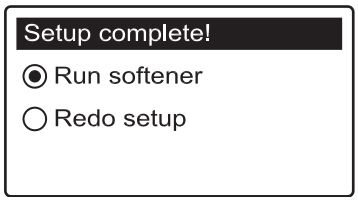

FIG. 8
12. Press the SELECT (○) button. The screen will show "Setup complete!" (See Figure 8).
14. If no changes are desired, make sure **Run softener** is highlighted (See Figure 8) and press the SELECT (○) button. The softener begins normal operation, described on the next page.